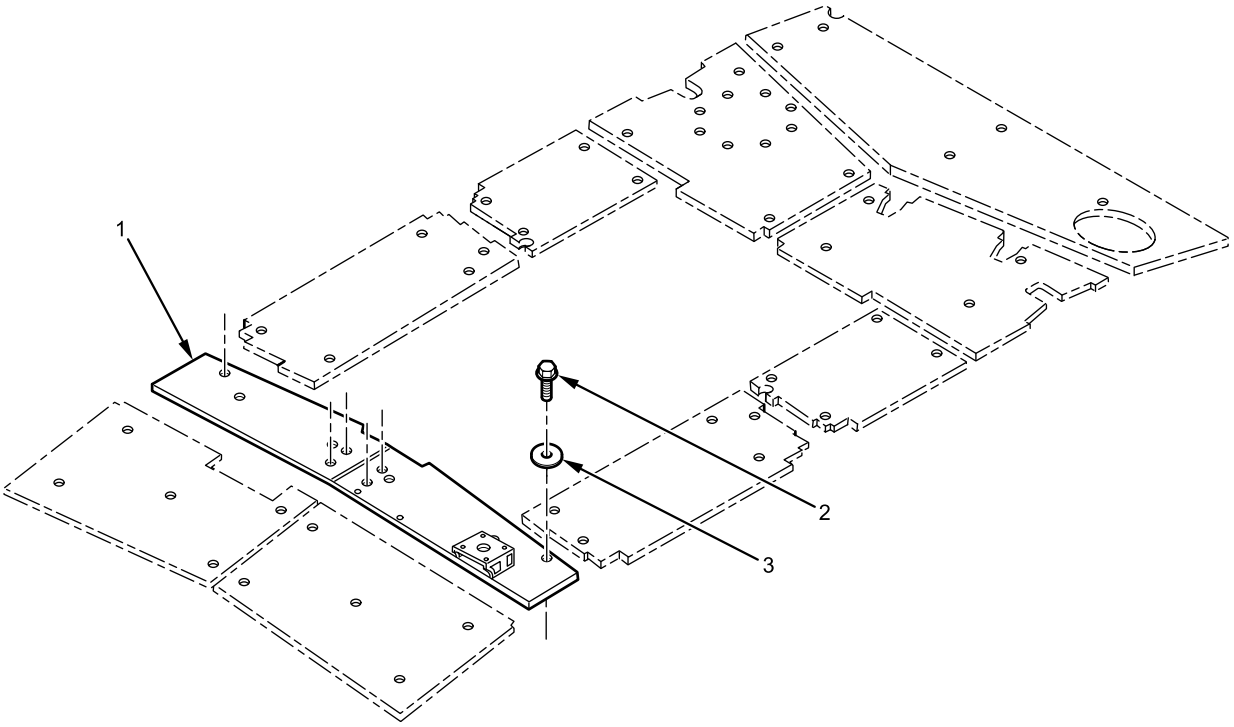

Figure 2. Roof Armor Front Spoiler.
1. Apply corrosion preventive compound to all roof armor front spoiler bolts (Figure 2, Item 2).
2. With assistant, install roof armor front spoiler (Figure 2, Item 1) with six flat washers (Figure 2, Item 3) and bolts (Figure 2, Item 2). Torque bolts to 34-38 lb-ft (46-51 N•m).